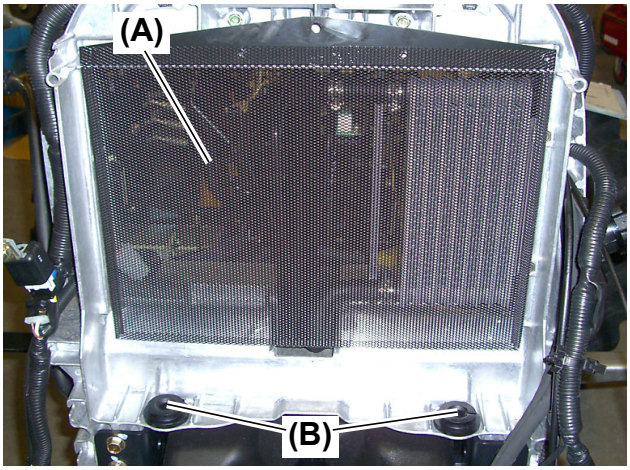
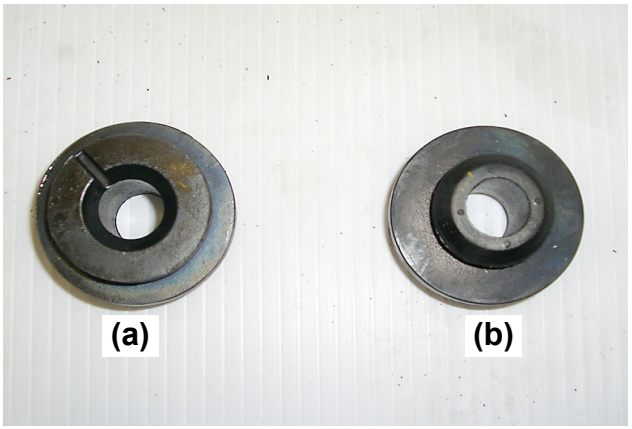

Fig. 7
Fig. 8
7. Remove the radiator screen **(Fig. 7, (A))** and the two (2) radiator lower rubbers **(Fig. 7, (B))**.
- The top side and bottom side of the radiator lower rubber **(Fig. 7, (B))** are different as shown in the **Fig. 8** at right.
- The radiator screen **(Fig. 7, (A))** should be removed when disassembling the radiator assembly is started (after cooling water is drained).